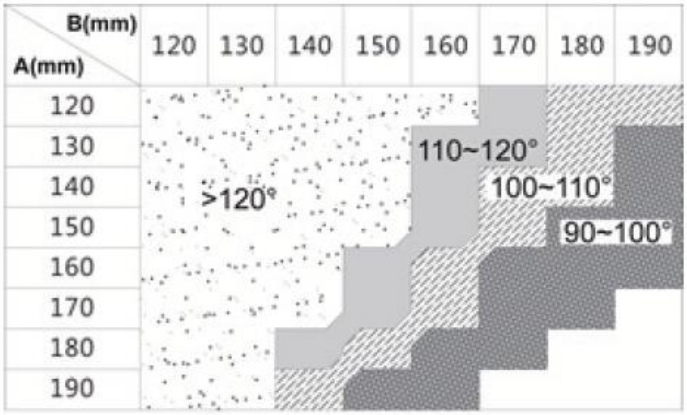

Figura 12
7. Refiérase a la distancia de "B" en la Figura 12, coloque la placa trasera en la posición correcta en la superficie de montaje.